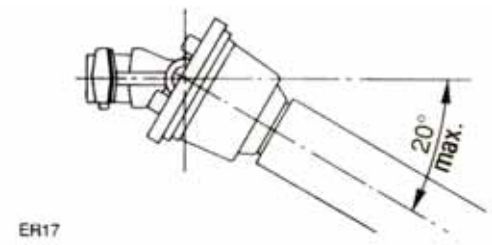

Abbildung 11
- Die Maschine kann an einem Hang mit einem Gefälle von höchstens 20° fräsen. Wenn das Gefälle höher ist, kann die Maschine erheblich vibrieren oder die Zapfwelle kann brechen (siehe Abb. 11).